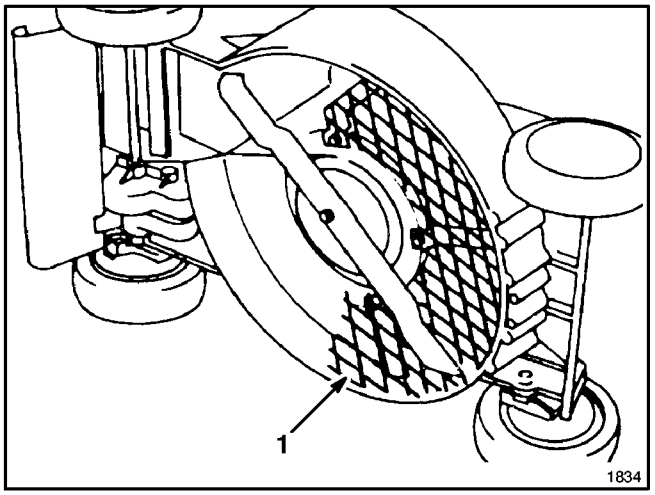

Abbildung 32
2. Laubschredder-Kit, Modell Nr. 59180—In Minuten auf der Unterseite des Mähers montierbar, ohne daß das Mähmesser abgenommen werden muß. Zerkleinert Blätter und erlaubt damit sauberes Absaugen in den Grasfangsack und praktische Entleerung (Abb. 32).